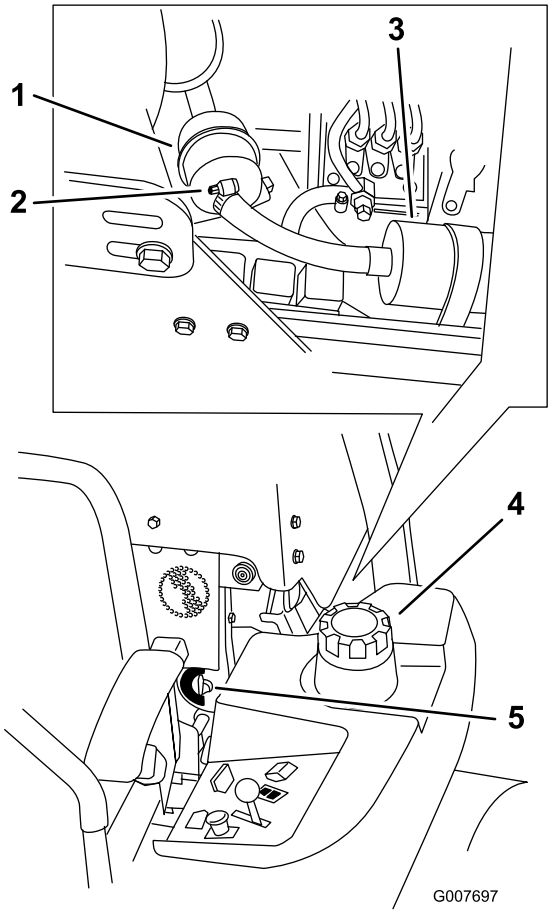

Rysunek 52
4. Zamknij zawór odcinający dopływ paliwa (Rysunek 52).
5. Poluzuj dwie obejmy przewodów i odłącz przewody paliwowe od filtra paliwa (Rysunek 52).
6. Zamontuj nowy filtr. Podłącz przewody paliwowe do filtra paliwa i załóż obejmy przewodów (Rysunek 52).